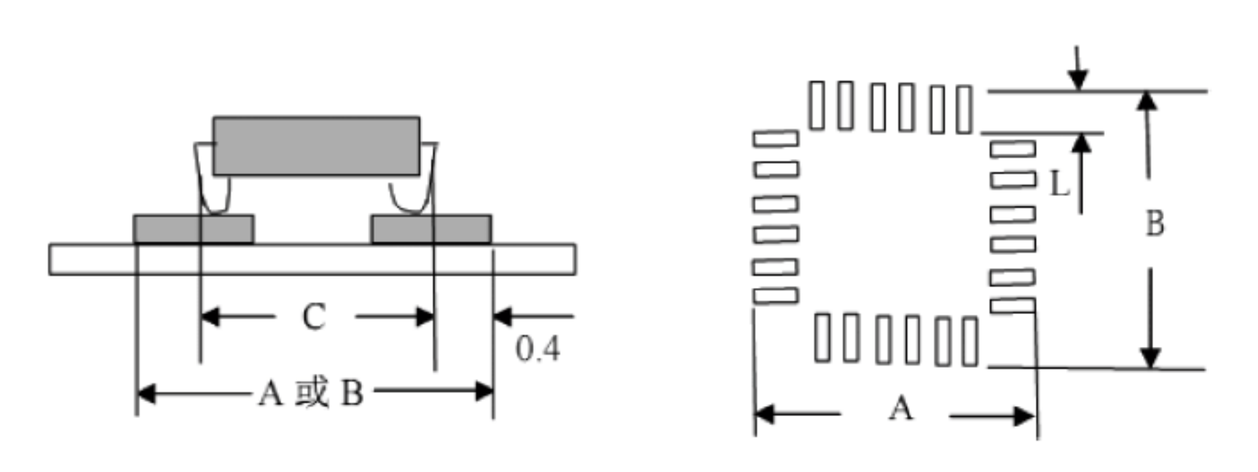

图 4-7　PLCC 焊盘图形
⑤ PLCC 元件封装如图 4-7 所示，设计的一般原则如下：